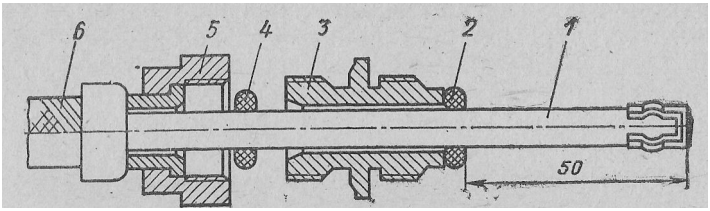

Рис. 92. Положение уплотнительного кольца на проводе перед установкой в гнездо катушки зажигания:
2. Повернуть уплотнительные резиновые кольца на проводе, осторожно перетянуть провод в экранирующем шланге в сторону вывода к катушке зажигания и установить первое от наконечника провода резиновое кольцо *2* .(рис. 92) на расстоянии 50 мм.